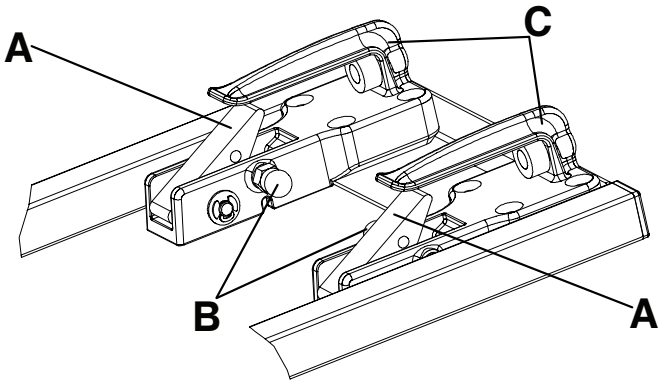

Figura 18 – Dispositivo di blocco a due stadi
Nota - La sede del fermo del lato piedi è dotata di un dispositivo di blocco a due stadi (Figura 18). Quando la barella è bloccata nel dispositivo di ancoraggio, il pulsante di sblocco rosso ritorna nella sua posizione originale.
Per sganciare la barella dal dispositivo di blocco a due stadi, tirare entrambi i pomelli di sblocco rossi (B) sulla parte interna dei ganci di ritegno anteriori (C) (Figura 18).